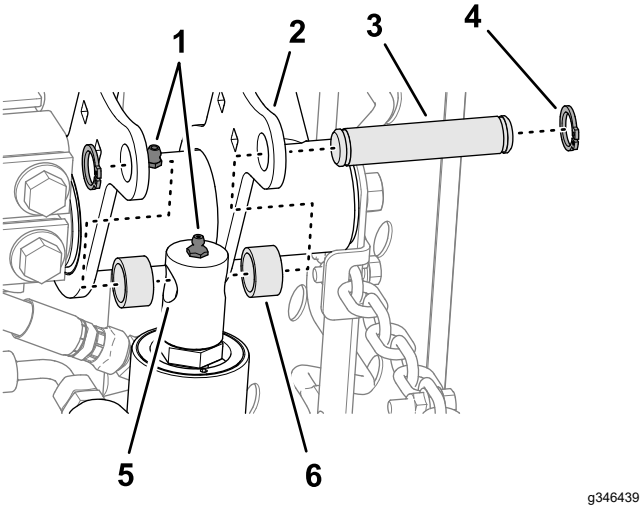

Figuur 15
4. Beweeg de hefcilinderstang langzaam tot deze uitgelijnd is met de gaten in de flenzen van de rechter hefarm (Figuur 15).
5. Monteer de stang aan de flenzen met de montagepen, 2 afstandsstukken en 2 seegerringen (Figuur 15).
6. Breng nr 2 vet op lithiumbasis aan op de smeernippels van de hefarm en de hydraulische cilinder (Figuur 15).
1. Lijn de gaten in de platen van het achterste draagframe uit met de gaten in de bevestigingsplaten van de maai-eenheid (Figuur 15).